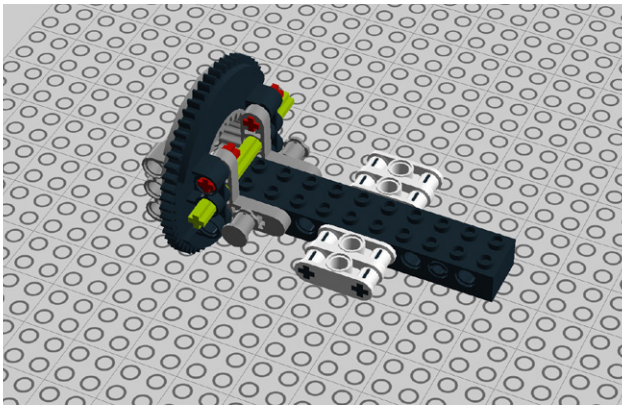

Figure 7-83. *Step 76: Sliding in another cross axle*
76. Add another cross axle. Figure 7-83 shows this.